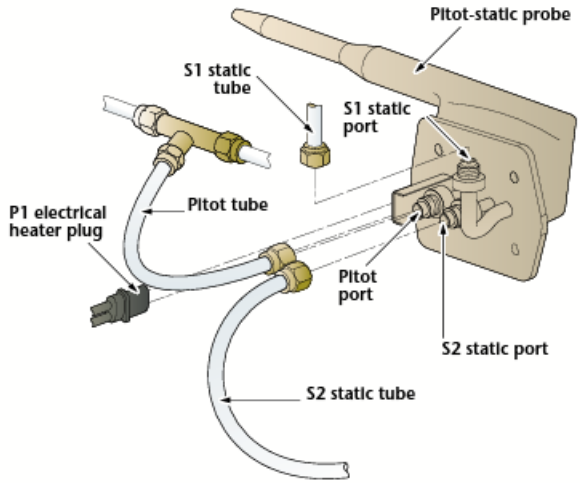

Figure 5-3-22. A modern high-speed pitot-static tube and its many connections.
Impact pressure. As implied, impact pressure (Qc) is the force of the air against the aircraft. Qc is measured directly by use of a pitot-static probe (Figure 5-3-22) or calculated from the outputs of the static and total pressure transducers. The ADC calculates actual impact pressure (QA) as a function of Mach number squared and static pressure.